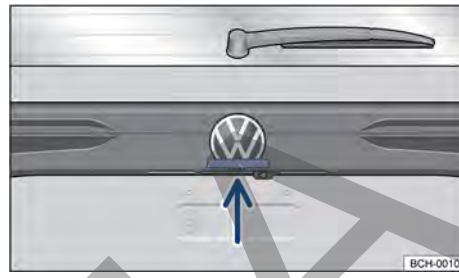

Fig. 56 En la tapa trasera: botón para abrir la tapa trasera.
– Para abrir el portón trasero presionar la tecla → fig. 56 y levantar el portón trasero. ▶